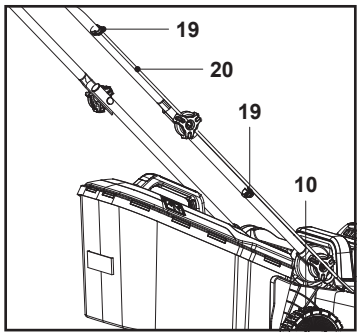

**Fig. 4**
6. Attach the control cord (20) with the two cord clips (19) (Fig. 4).